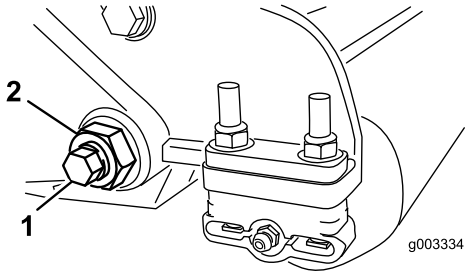
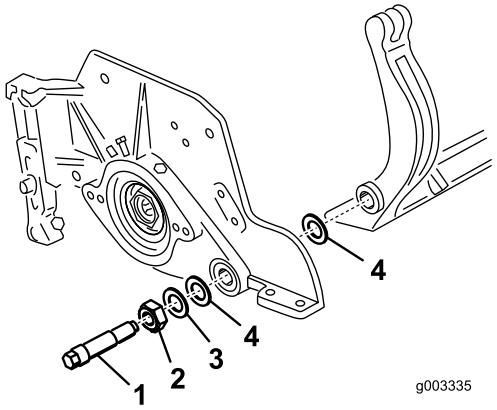
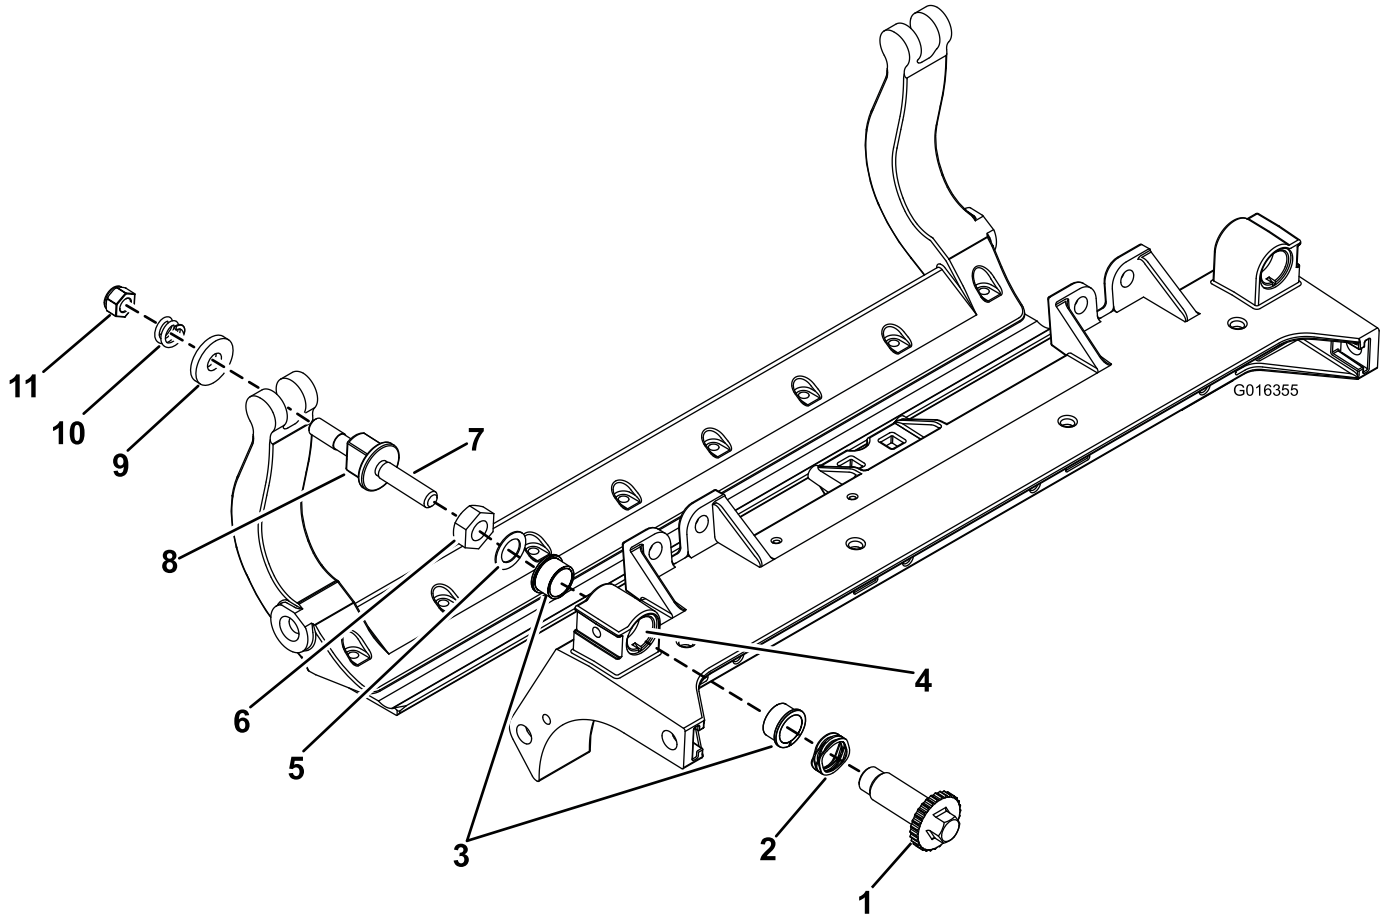

**Figuur 29**
**Figuur 30**
**Figuur 32**
3. Draai de borgmoer van de snijbalkbout op beide zijden van de machine los (Figuur 29).
4. Verwijder beide snijbalkbouten zodat de snijbalk omlaag kan worden getrokken en van de bout van de machine kan worden verwijderd (Figuur 29). Bewaar de 2 nylon ringen en de stalen ring op beide uiteinden van de snijbalk (Figuur 30).
2. Zet de snijbalk vast aan beide zijplaten met de snijbalkbouten (moeren op de bouten) en 6 ringen. Plaats een nylon ring op beide zijden van de verdikking op de zijplaat. Plaats een stalen ring aan de buitenkant van de buitenste nylon ringen (Figuur 30). Draai de snijbalkbouten vast met een torsie van 27-36 N·m.
1. Verwijder alle onderdelen (raadpleeg *Aanwijzingen voor montage* van DPA-set modelnr. 120-7230 en Figuur 32).
2. Breng Never Seize aan op de binnenkant van de plaats van de lager op het middelste frame van het maaidek (Figuur 32).
3. Lijn de pinnen van de flenslagers uit met de openingen in het frame en monteer de lagers (Figuur 32).
4. Monteer een golfring op de afstelas en schuif de afstelas in de flenslagers in het frame van het maaidek (Figuur 32).
5. Bevestig de afstelas met een platte ring en een borgmoer (Figuur 32). Haal de borgmoer aan met 20 tot 27 Nm.
9. Zet de snijbalk vast aan beide zijplaten met de snijbalkbouten (moeren op de bouten) en 6 ringen. Plaats een nylon ring op beide zijden van de verdikking op de zijplaat. Plaats een stalen ring op de buitenkant van beide nylon ringen (Figuur 32). Draai de bouten van de snijbalk vast met een torsie van 37-45 N·m. Draai de borgmoeren vast tot de buitenste stalen ring stopt met draaien en er geen eindspeling meer is, maar draai de moeren niet te vast en zorg ervoor dat de zijplaten niet vervormen. De ringen aan de binnenkant mogen speelruimte hebben (Figuur 30).